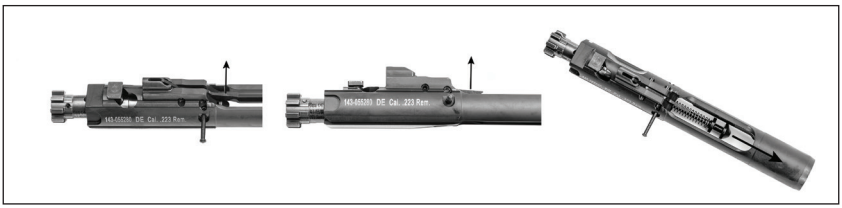

Fig. 20 – Remove the Firing Pin and Firing Pin Spring
c. Lift up on the spring loaded drop safety and remove the firing pin and firing pin spring (Fig. 20).